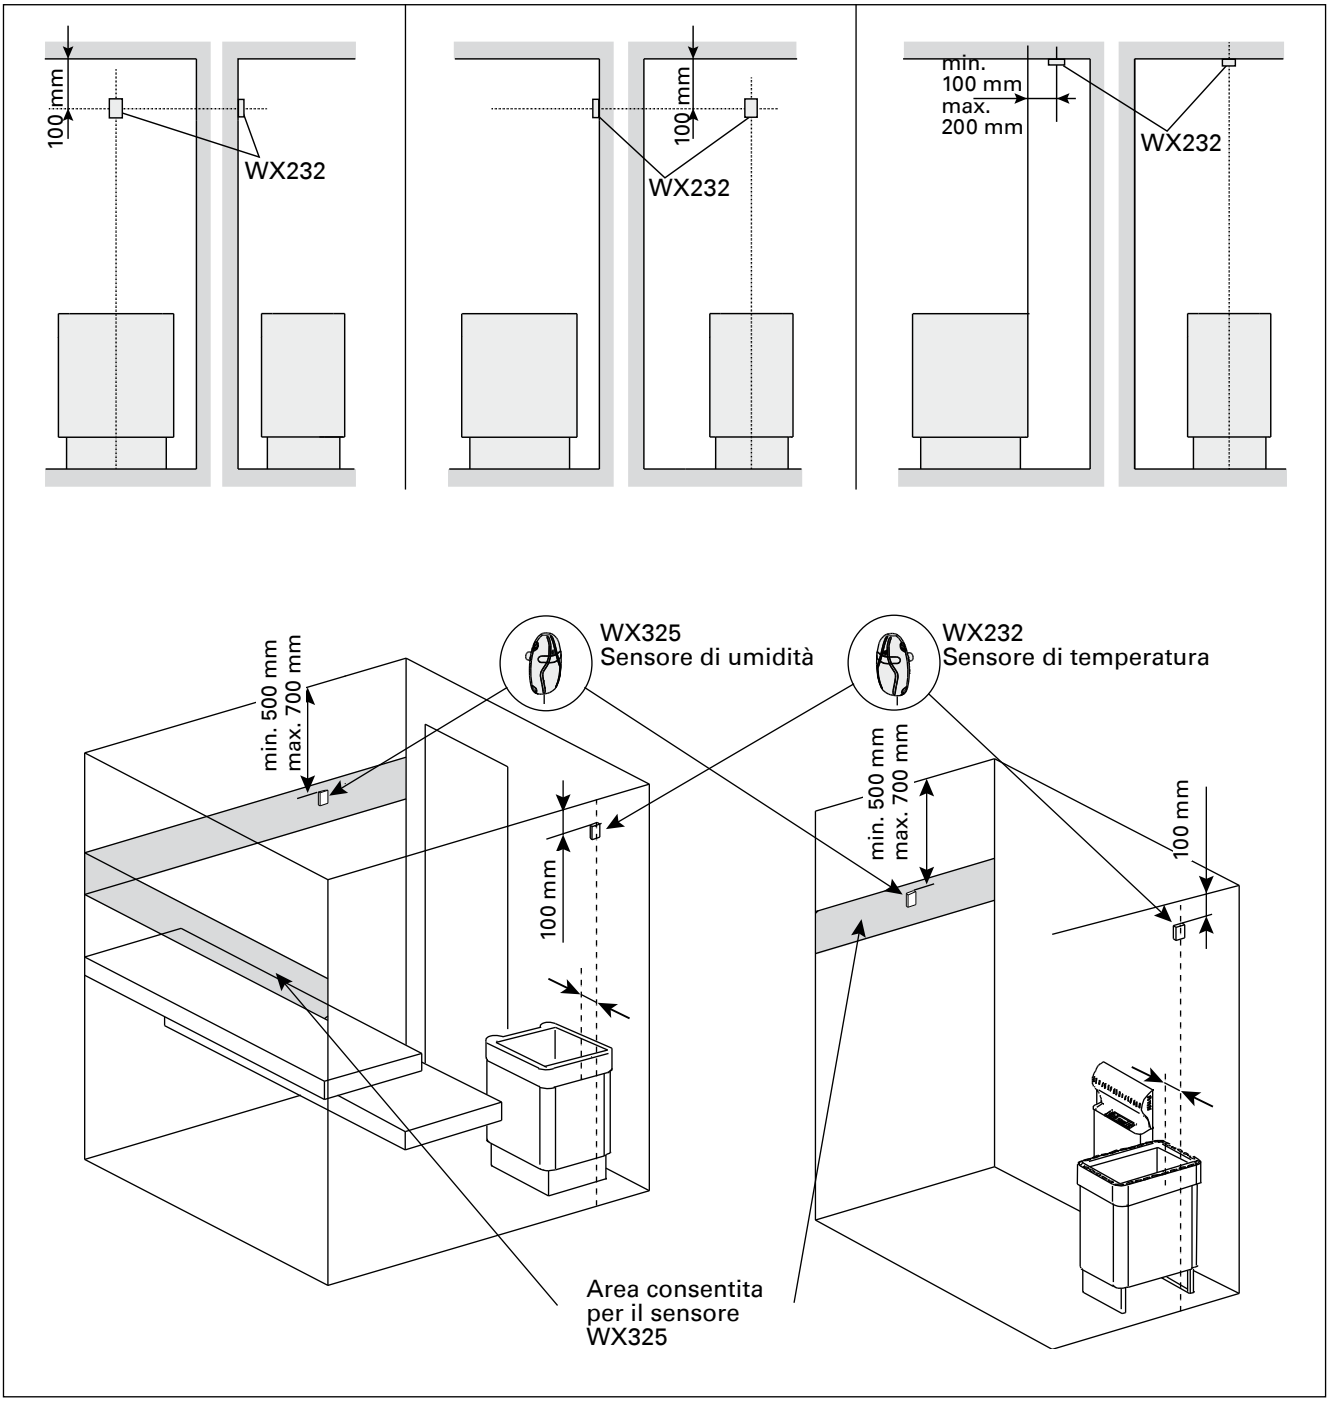

***Figura 9.*** ***Posizione dei sensori di temperatura e umidità con stufe montate a pavimento***
**Stufe montate a pavimento (figura 9)**